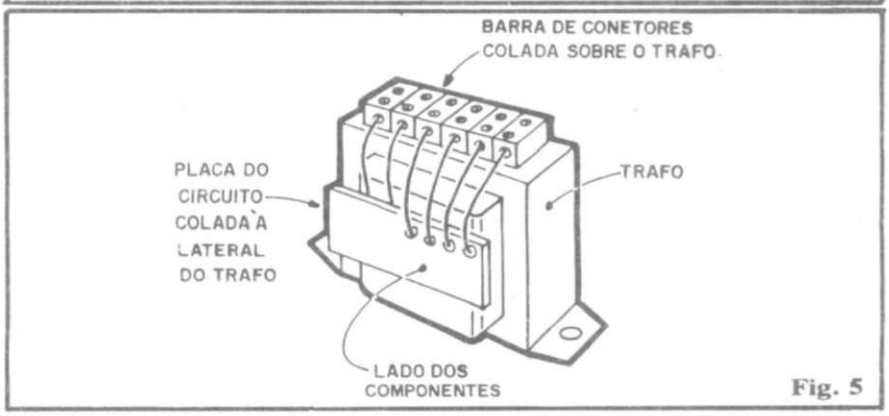

Fig. 5
- - Adesivo de **epoxy** (ou cianoacrilato) para eventual fixação da placa do circuito ao próprio corpo do transformador (também no sentido de compactar o conjunto, conforme veremos mais adiante, na sugestão da fig. 5).
Para que tudo possa ficar bem reduzido, em termos de tamanho final do conjunto, sugerimos o arranjo físico exemplificado na fig. 5, com a plaquinha simplesmente **colada** (usar adesivo forte de **epoxy**...) à lateral do próprio transformador (CUIDADO para que nenhuma parte metálica da estrutura do transformador toque as pistas e ilhas cobreadas do Circuito Impresso - se isso acontecer, "vai sair fumaça"...). Na sugestão, o bloco de conetores para instalação poderá também ser colado no topo do transformador, transformado o conjunto num só bloco físico, bastante prático e fácil de instalar (a fixação geral passa a ser feita, no lugar definitivo de instalação, via parafusos através dos próprios furos existentes nas "orelhas" do transformador...